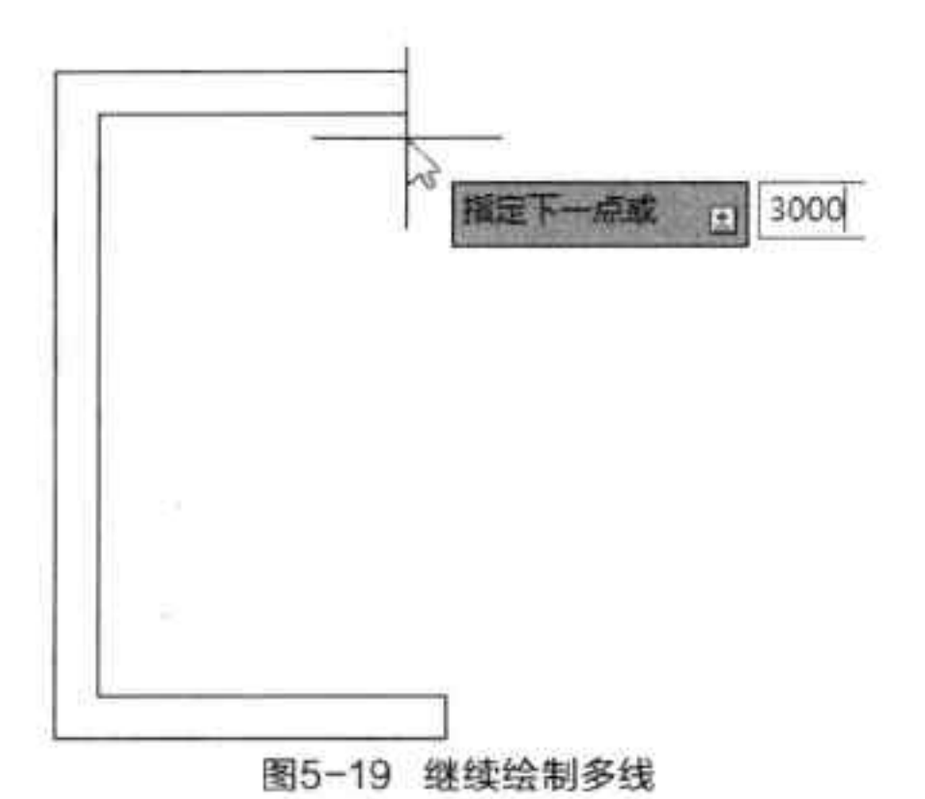

图5-19 继续绘制多线
Step 04 将光标向右移动，并输入数值3000，按回车键，如图5-19所示。